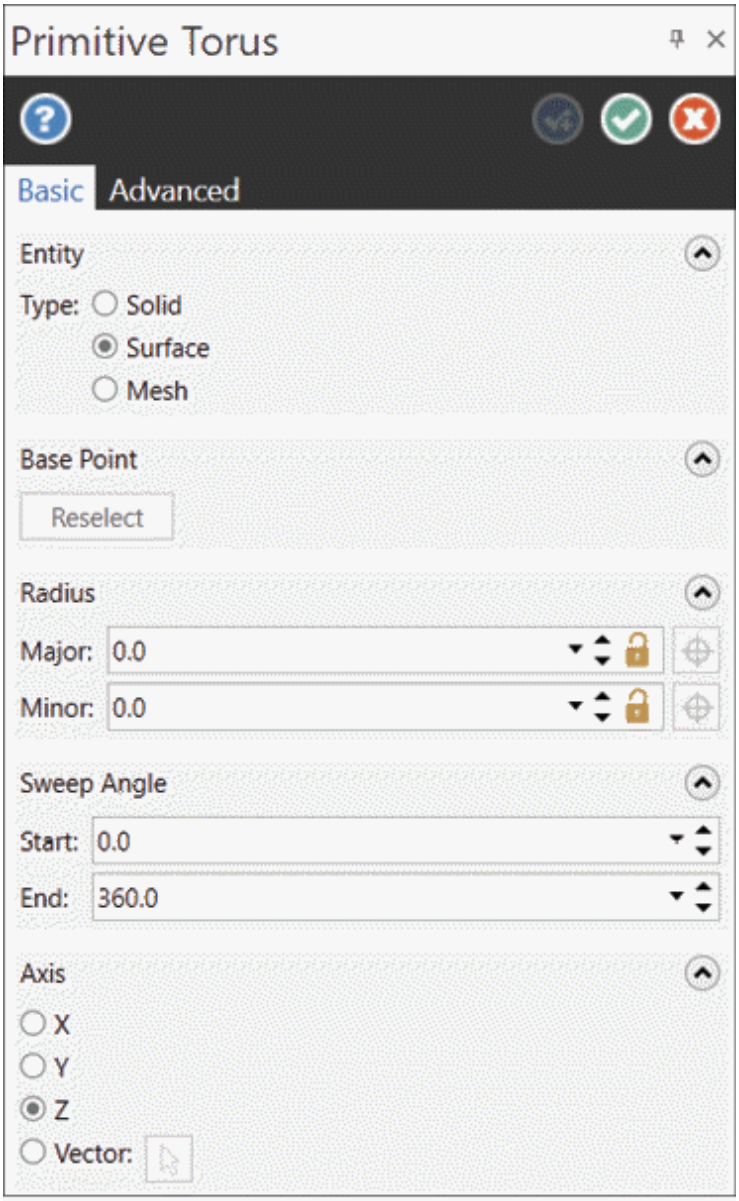

Figure-9. Primitive Torus Manager
- Click on the **Torus** tool from the **Simple** group in the **Surfaces** tab of the **Ribbon**. The **Primitive Torus Manager** will be displayed; refer to Figure-9 and you will be asked to specify the base point of torus.